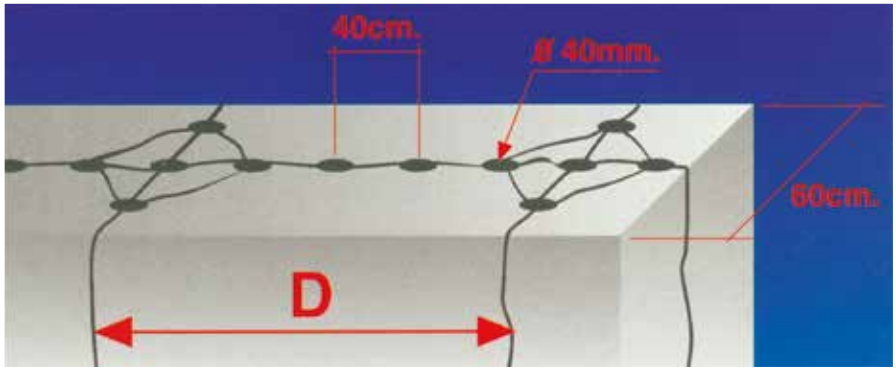

fig. 1
Si además, queremos conseguir que cada cierta distancia (D) se produzca la rotura de una parte de la viga, practicaremos los agujeros laterales o de corte a la distancia deseada (fig. 1).